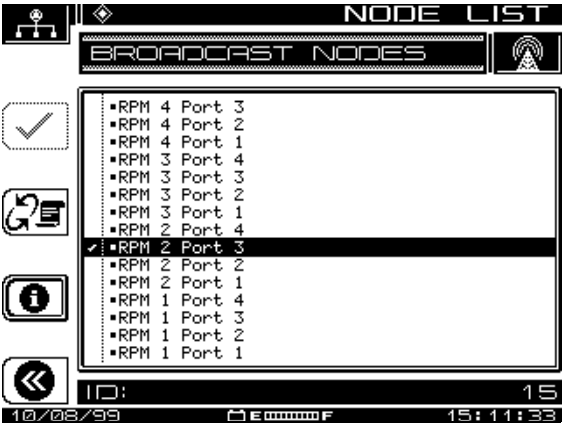
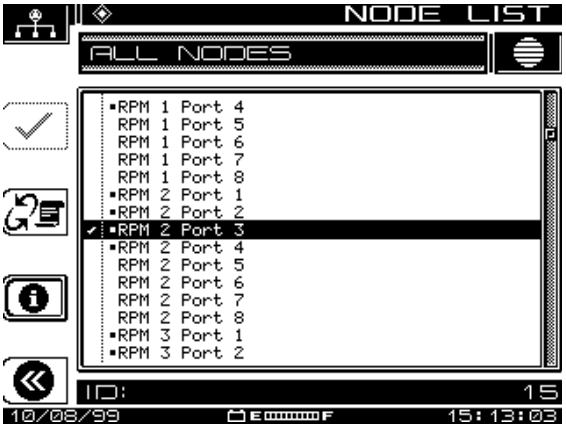

Fig. 8-4 Broadcast Node View
Fig. 8-5 All Nodes View
provide the PathTrak system administrator with the identification (ID) number of the requested node. The ID number is located on the bottom-left of the screen (see Fig. 8-4).
Select the ***Node Toggle*** soft key to toggle between the Broadcast Nodes view (See Fig. 8-4) and the All Nodes view (See Fig. 8-5).